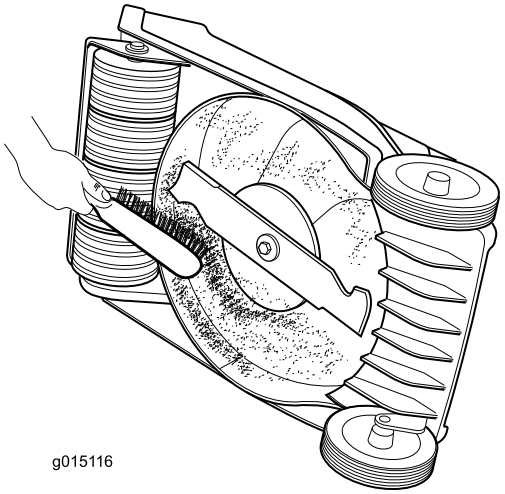

Figur 17
- Rengjør undersiden av gressklipperhuset. Fjern smuss og gressrester med en treskrape eller -kost (Figur 17).